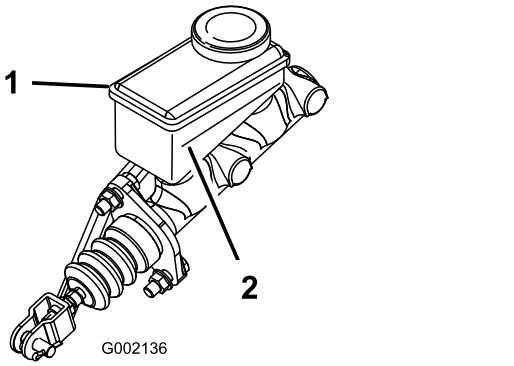

Figuur 62
5. Kijk naar de omtreklijn van het vloeistofpeil aan de zijkant van het reservoir (Figuur 62).
B. Giet DOT 3 remvloeistof in het reservoir tot het vloeistofpeil boven de Minimum-lijn staat (Figuur 62).